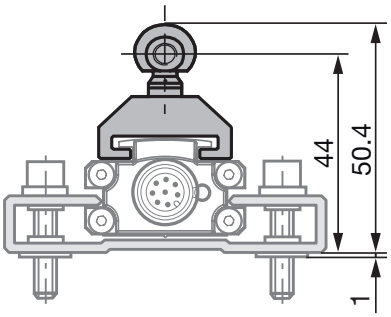
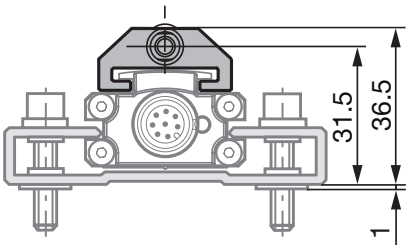
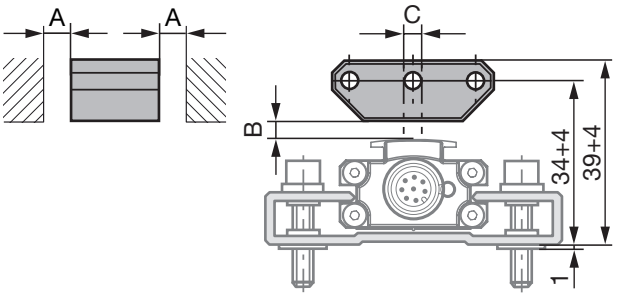
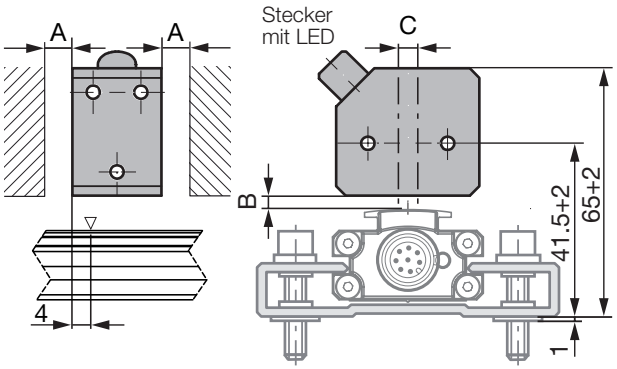

Bild 4-1: Maße und Abstände mit Positionsgeber BTL5-F-2814-1S
Bild 4-2: Maße und Abstände mit Positionsgeber BTL5-T-2814-1S
Bild 4-3: Maße und Abstände mit Positionsgeber BTL5-P-3800-2
Bild 4-7: Maße und Abstände mit Positionsgeber BTL5-P-4500-1 mit elektrischer Magnetfeld-Erzeugung (24 V/100 mA)
i Der Wegaufnehmer Micropulse in Profilbauweise eignet sich sowohl für freie, d. h. berührungslos arbeitende Positionsgeber (siehe Bild 4-3 bis Bild 4-7) als auch für geführte Positionsgeber (siehe Bild 4-1 und Bild 4-2).
- Der Abstand A zwischen Positionsgeber und Teilen, die aus magnetisierbarem Material bestehen, muss mindestens 10 mm betragen (siehe Bild 4-3 bis Bild 4-7).
- Für den Abstand B zwischen Positionsgeber und Wegaufnehmer und für den Mittenversatz C (siehe Bild 4-3 bis Bild 4-7) sind folgende Werte einzuhalten:
Tab. 4-1: Abstand und Versatz für Positionsgeber (siehe Bild 4-3 bis Bild 4-7)
> **i** Der Messbereich ist um 4 mm in Richtung des Wegaufnehmersteckers versetzt (siehe Bild 4-7).